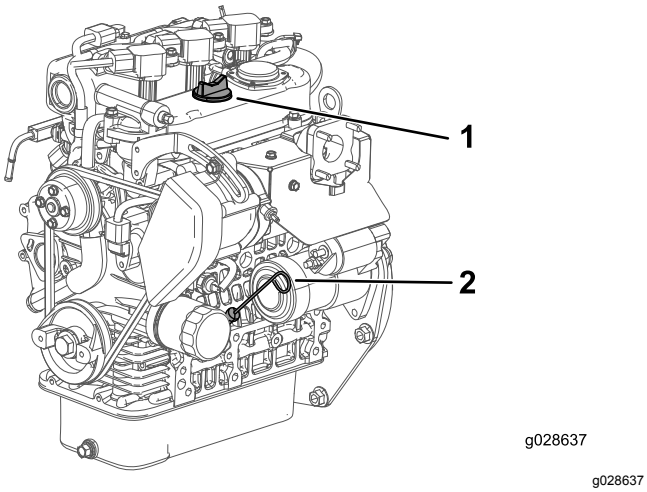

Rysunek 35
4. Wyciągnij wskaźnik poziomu i przetrzyj go czystą szmatką (Rysunek 35).
5. Wsuń wskaźnik poziomu do rurki i upewnij się, że jest wsunięty do końca (Rysunek 35).
6. Wyjmij wskaźnik poziomu oleju i sprawdź poziom oleju (Rysunek 35).
7. Jeżeli poziom oleju jest niski, odkręć korek wlewu (Rysunek 35) i wlej taką ilość oleju, aby poziom na wskaźniku poziomu sięgał oznaczenia „Pełny”.
8. Wsuń wskaźnik poziomu do oporu w swoje miejsce (Rysunek 35).